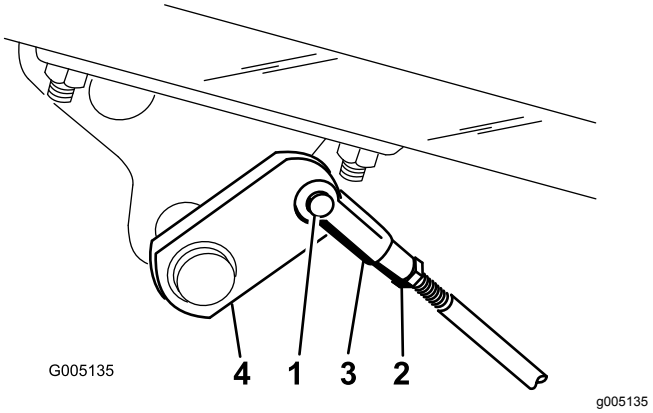

**Figuur 46**
A. Maak de remstangen los door de borgpen en de gaffelpen te verwijderen (Figuur 46).
B. Draai de contramoer los en stel de gaffel af (Figuur 46).
C. Monteer de gaffel aan de remas (Figuur 46).